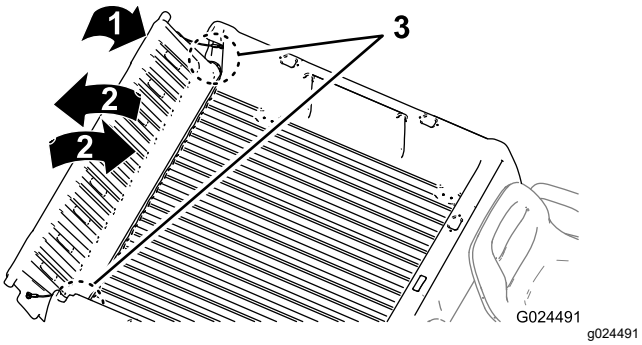

Figur 16
2. Drej bagklappen til en position på cirka 45° (Figur 16).
3. Drej bagklappen frem og tilbage flere gange med en kort, vibrerende bevægelse (Figur 16).